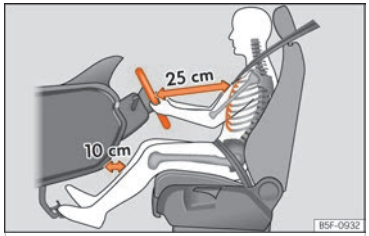

Fig. 14 The correct distance between the driver and the steering wheel must be at least 25 cm (10 inches).
- Adjust the steering wheel so that it is at a distance of at least 25 cm (10 inches) from the sternum ››› Fig. 14 and you can hold it with both hands on the sides, on the outside, with your arms slightly flexed.